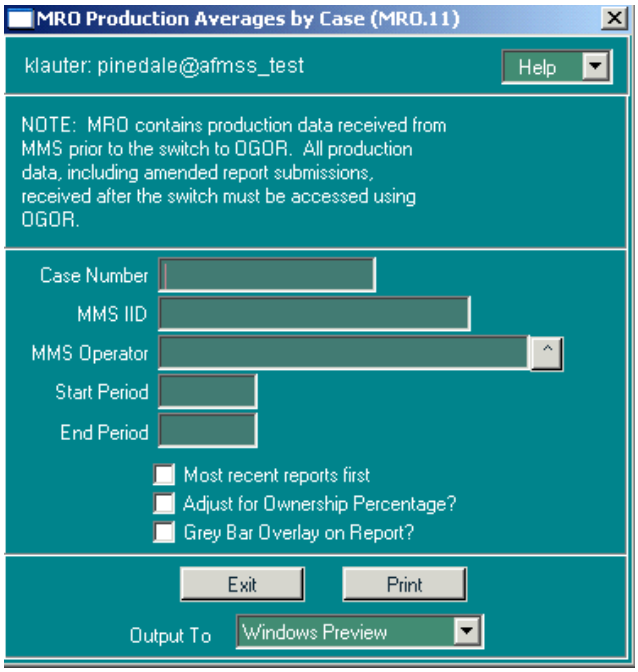

Figure 6-11: MRO Production Averages by Case (MRO.11) Window
1. The Production Averages report can be launched from the *View MRO Document (MRO.2)* window via the **Prod Avgs** button for the specified case or directly from the *Non-Indian AFMSS Main Menu* for all cases within a specified reporting period. Click the button in *MRO.2* or on the main menu go to **MRO/MRO Reports** and click on **Production Averages by Case (MRO.11)** to launch the *MRO Production Averages by Case (MRO.11)* window (Figure 6-11).